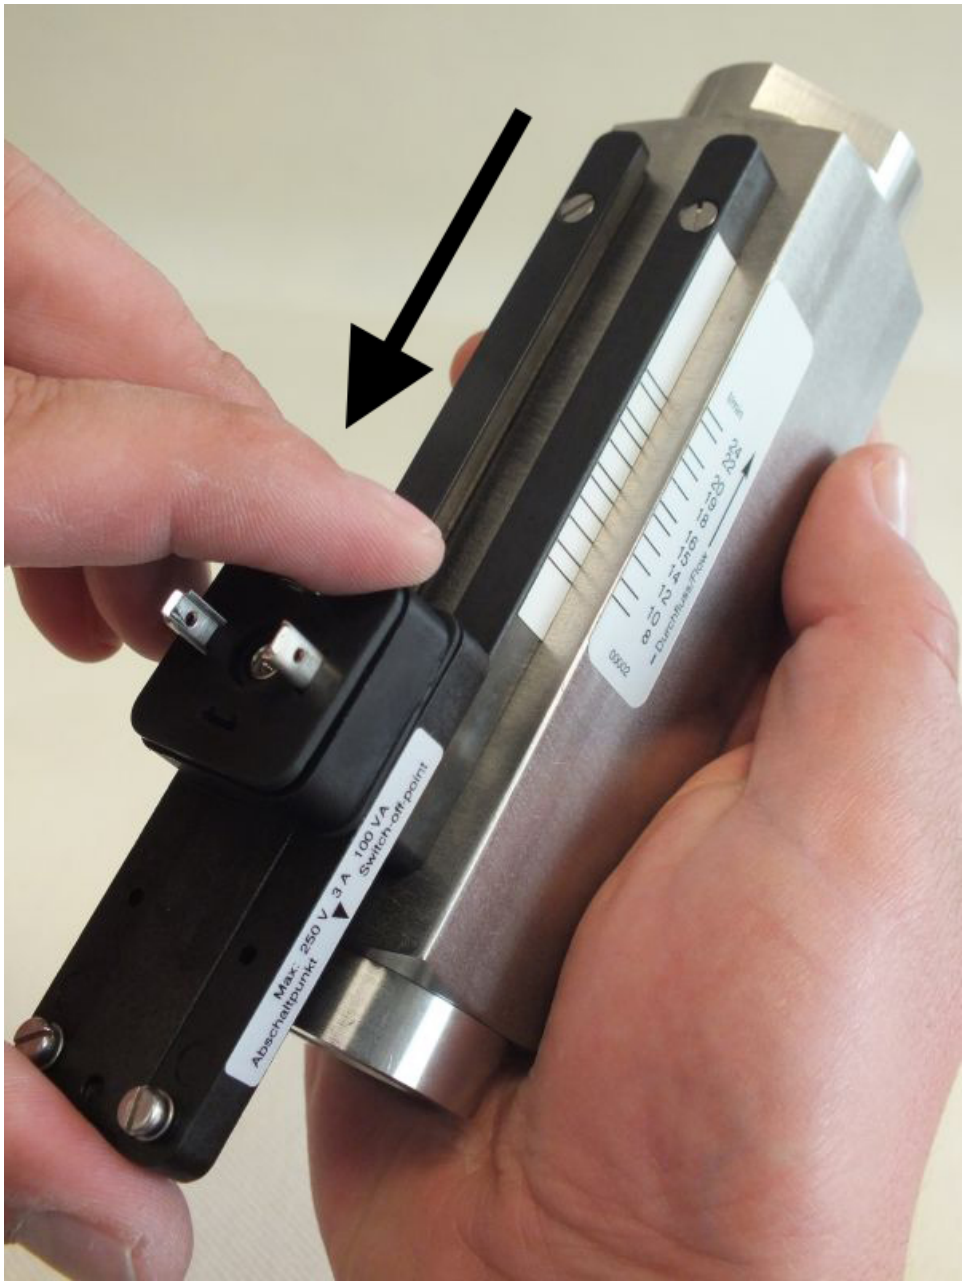

Fig. 68: Remove switch contact from guide rails
4. Remove the switch contact from the guide rails by sliding the switch contact in the direction of the arrow (*Fig. 68*).